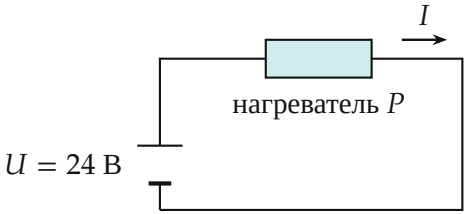

Рис. 1. Цепь нагревателя: источник U и нагревательный элемент мощностью $P = UI$
2. Ток через нагреватель. Мощность тока $P = UI$ (рис. 1), отсюда